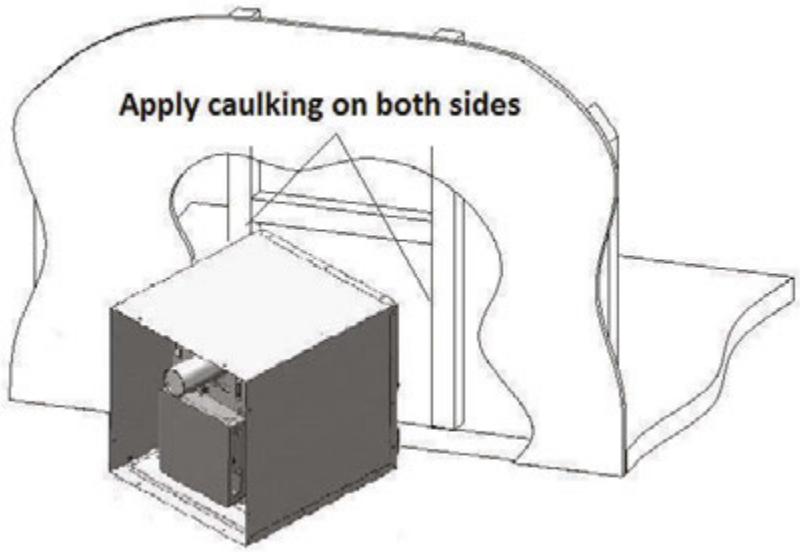

**Figure 3**
2. Position water heater housing into the frame opening with the front edge aligned evenly to the exterior wall (See Figure 3).